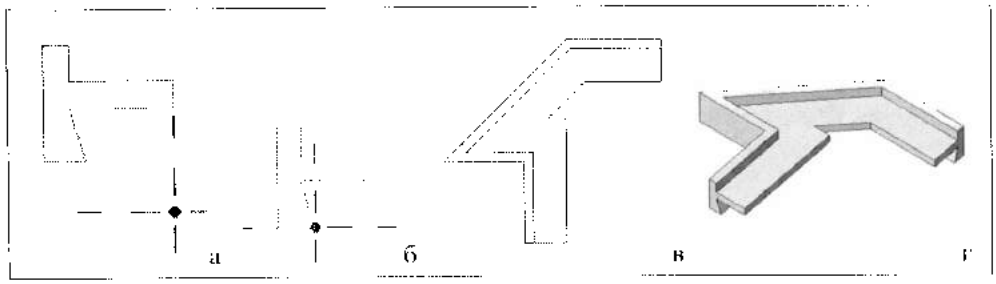

Рис. 11.17. *Построение элемента выдавливания по траектории*
8. Если необходимо создать профиль на месте, (рис. 11.17), то нужно выполнить следующие действия.